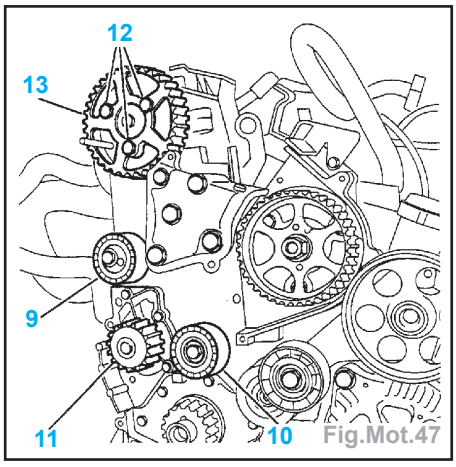

Fig.Mot.47
Impératif : vérifier que les galets (9) et (10) ainsi que la pompe à eau (11) tournent librement (absence de jeu et point dur), vérifier également que ces galets ne sont pas bruyants et/ou qu'ils ne présentent pas de projections de graisse (Fig.Mot.47).